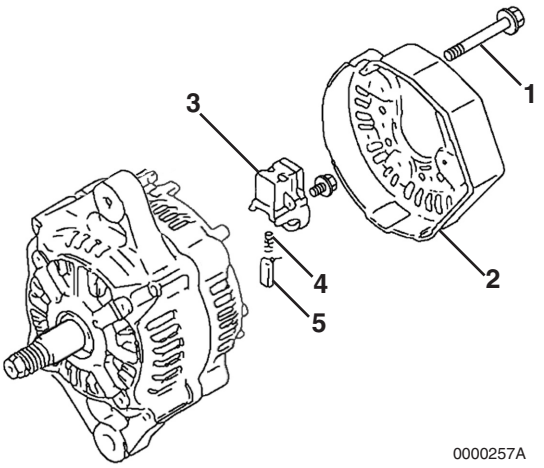

Figure 11-17
8. Reinstall the brush holder **(Figure 11-17, (3))**, springs **(Figure 11-17, (4))** and brushes **(Figure 11-17, (5))**.
10. Reinstall the rear cover **(Figure 11-17, (2))** to the rear frame housing with three bolts **(Figure 11-17, (1))**.